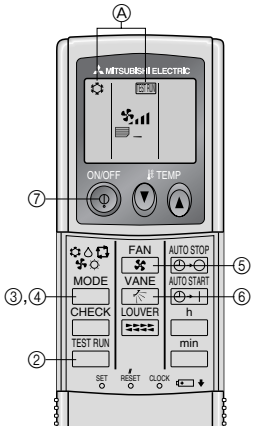

Fig. 7-2
7.2.2. Verwendung der drahtlosen Fernbedienung (Fig. 7-2)
① Mindestens 12 Stunden vor dem Testlauf den Netzstrom einschalten.
② Die [TEST RUN]-Taste zweimal kurz nacheinander drücken.